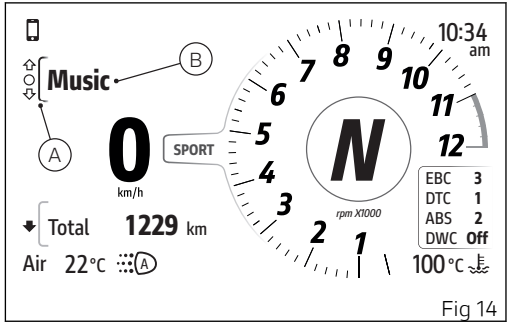

Fig 14
- Select the Interactive Menu (A, Fig 14) by pressing and holding button (1) pressed for a long time.
- Use buttons (1) and (2) to select item “Music” (B, Fig 14)and press the ENTER button (3).